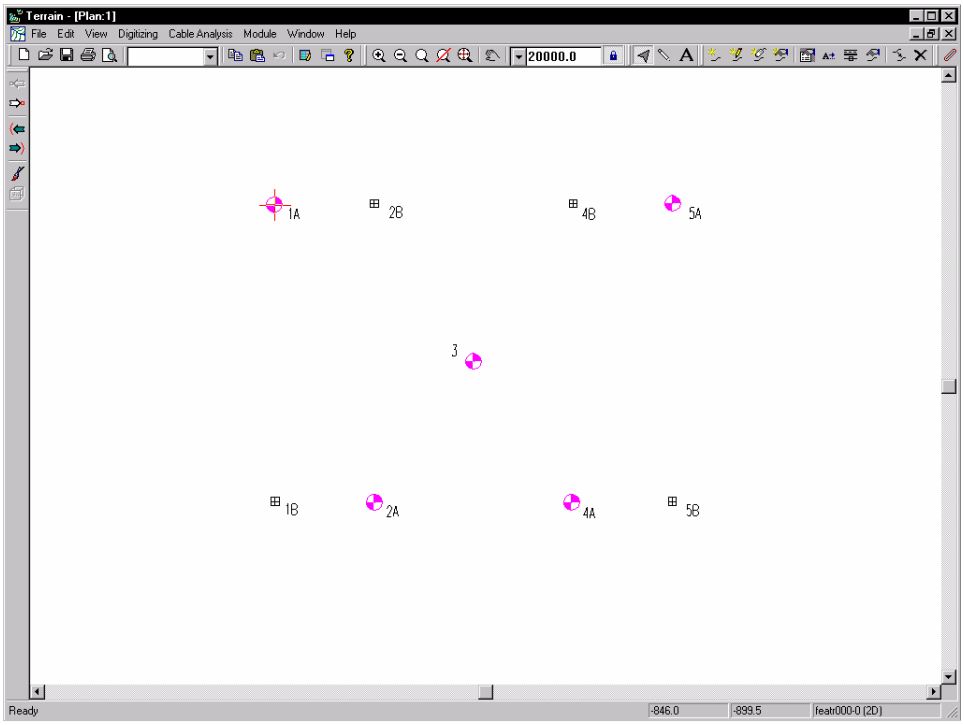

Figure 3.1: Drawing.TER
1. File | Open. Select **\Tutorial\Terrain\Terrain Cad\drawing.TER**. Press Open. The file shown in Figure 3.1 will appear.